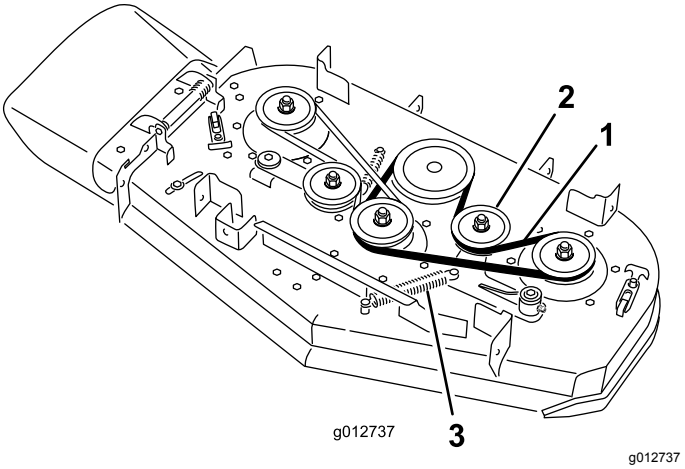

Figur 66
5. Ta bort fjädern från förankringen på mellanremskivans arm (Figur 66).
6. Ta bort den utslitna klipparremmen (Figur 66).
7. Montera den nya klipparremmen runt däckskivorna, kopplingsskivan och mellanremskivan (Figur 66).
8. Montera fjädern på förankringen (Figur 66).